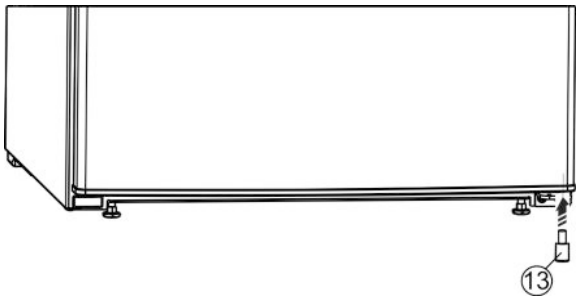

Fig. 8
▶ Снова вставьте в дверь распорную деталь *Fig. 8 (13)* справа внизу - это важно для обеспечения устойчивости устройства.